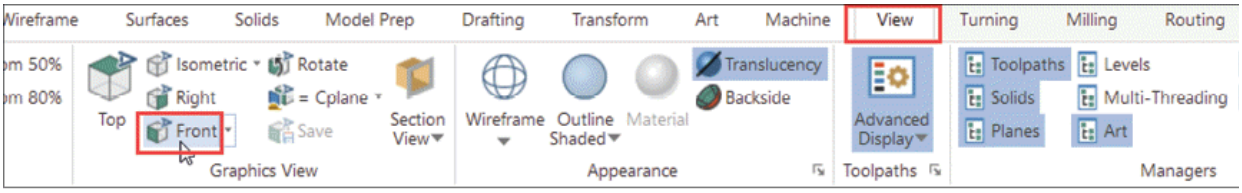

Figure-33. Selecting front view
- Select the **Front** tool from the **Graphics View** panel in **View** tab of the **Ribbon**; refer to Figure-33 or press **ALT+2** to orient the model in front view.